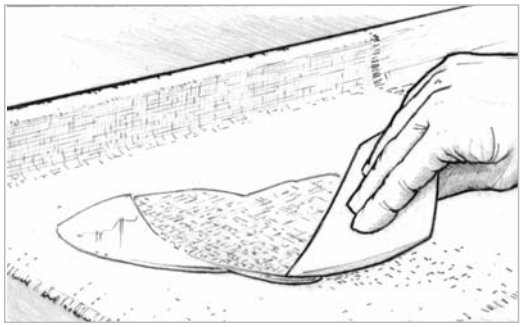

Figure 9-17 *Spread the epoxy from the center of the fabric toward the edges with a plastic spreader.*
5. Spread the epoxy over the cloth surface with a plastic spreader, working the epoxy gently from the pool into the dry areas *(Figure 9-17)*. Use a foam roller or brush to wet out fabric on vertical surfaces. Properly wet out fabric is transparent. White areas indicate dry fabric. If you are applying the cloth over a porous surface, be sure to leave enough epoxy to be absorbed by both the cloth and the surface below it. Try to limit the amount of squeegeeing you do. The more you "work" the wet surface, the more minute air bubbles are placed in suspension in the epoxy. This is especially important if you plan to use a clear finish (see below). You may use a roller or brush to apply epoxy to horizontal as well as vertical surfaces.